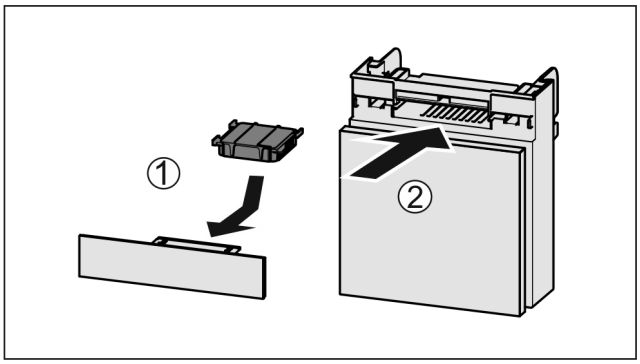

Fig. 91
▶ Aktivkohlefilter nach Abbildung einsetzen *Fig. 91 (1)*.
▶ Fach einschieben *Fig. 91 (2)*.